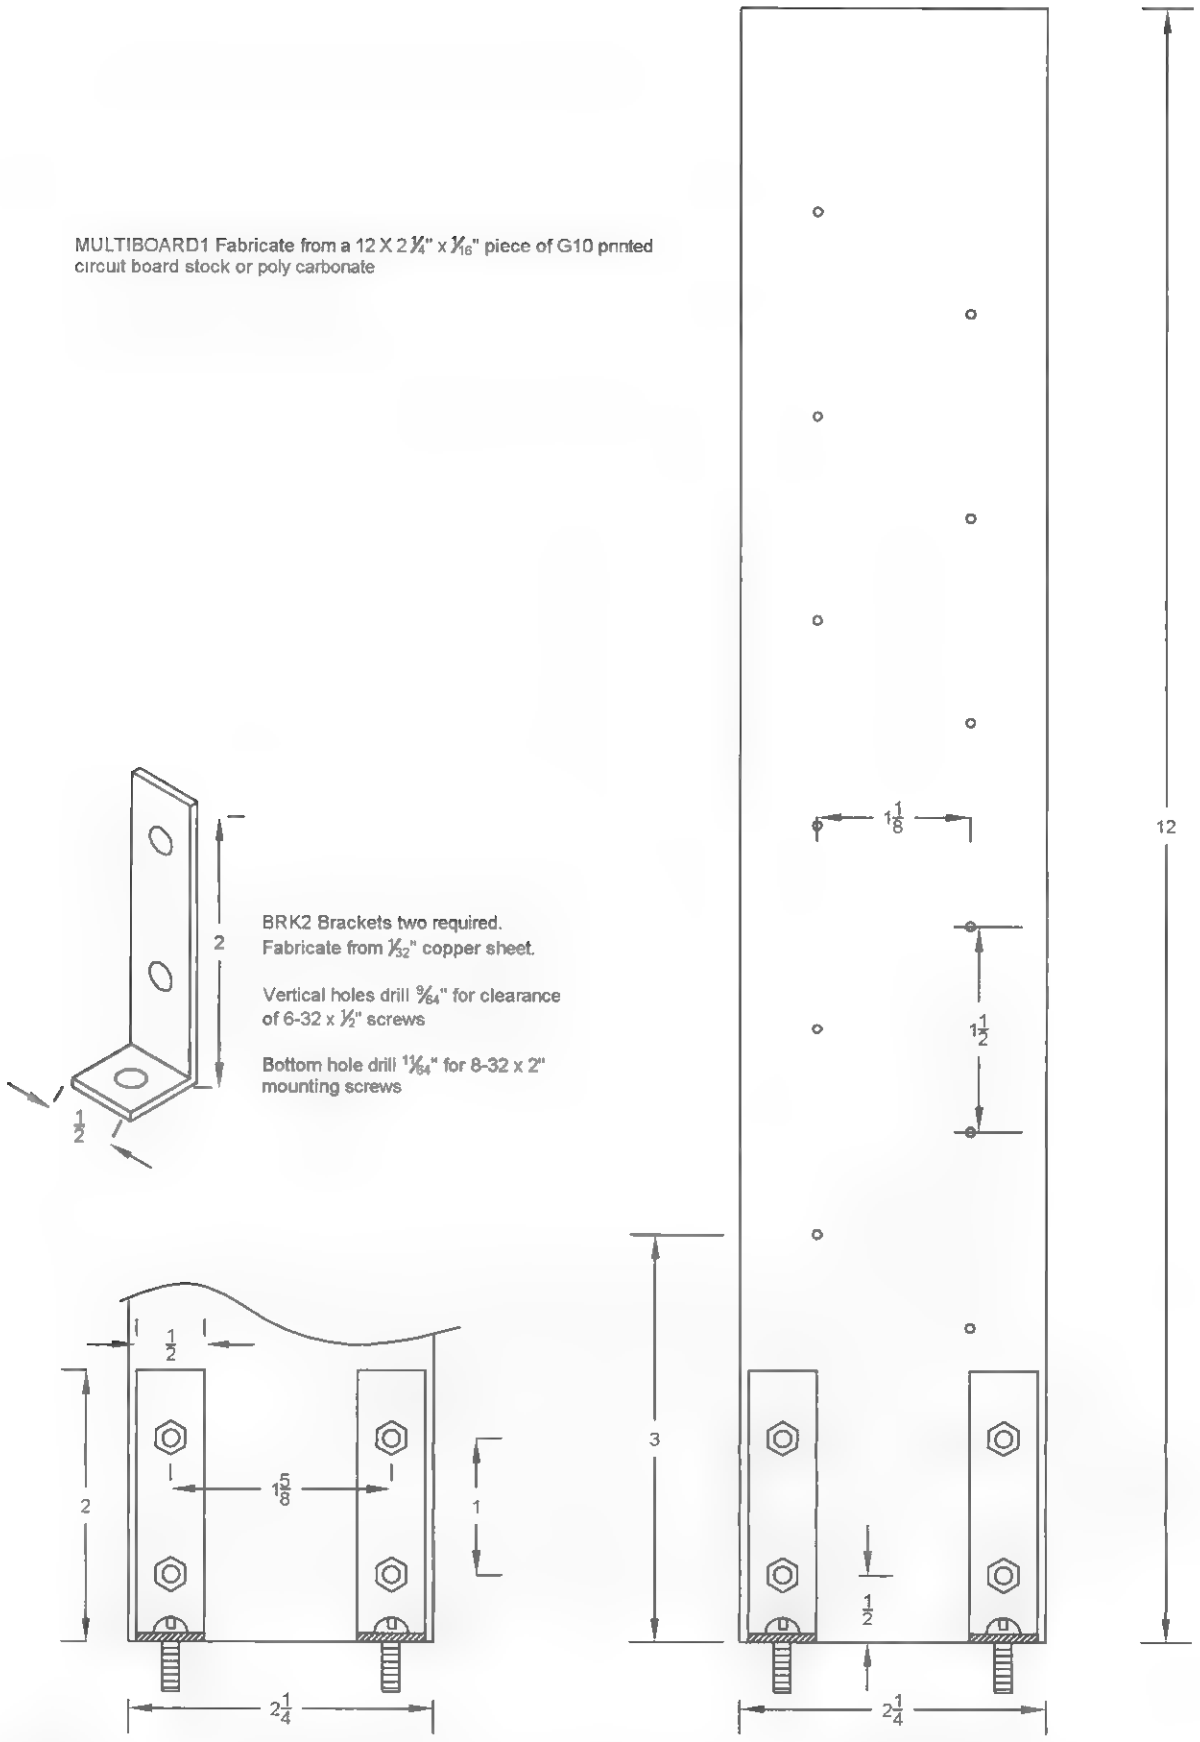

Figure 15-13 *Creating the multiplier board*
1. Fabricate the MULTIBOARD board and two BRK2 brackets, as shown in Figure 15-13.
BRK2	Two brackets created from .035-inch copper per Figure 15-13
MULTIBOARD1	Multiplier board created from .065-inch Lexan per Figure 15-13